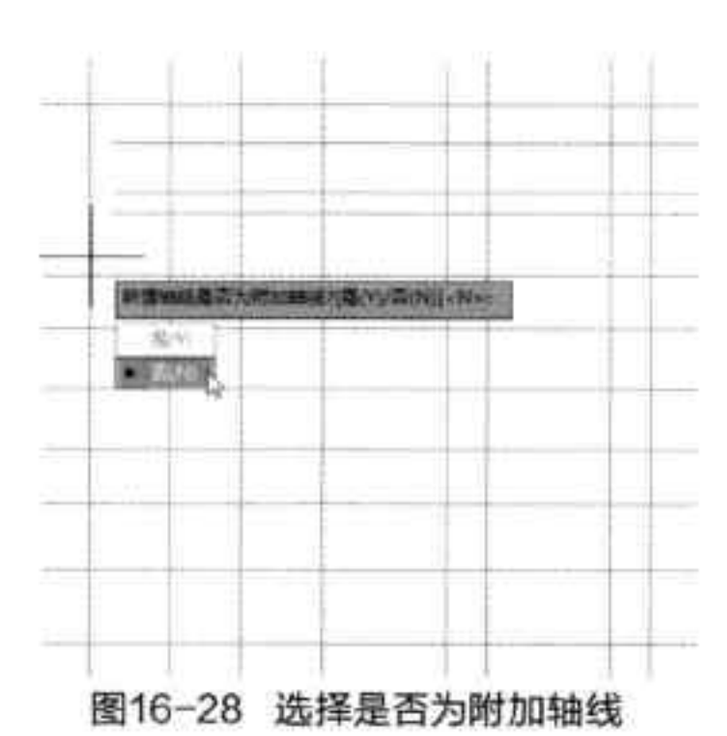

图16-28 选择是否为附加轴线
Step 02 根据需要选择是否为附加轴线，这里设为“否”，如图 16-28 所示。